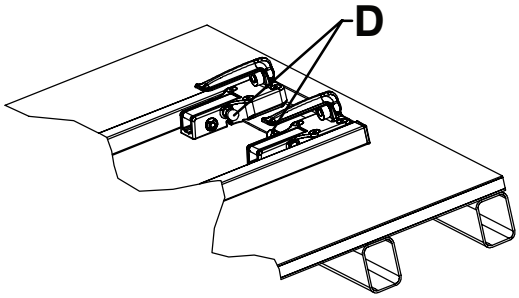

Figure 11 – Orientation correcte des crochets côté tête - Vue 4C
- Les boutons de déblocage rouges doivent être tournés vers le centre de la fixation (Figure 11).